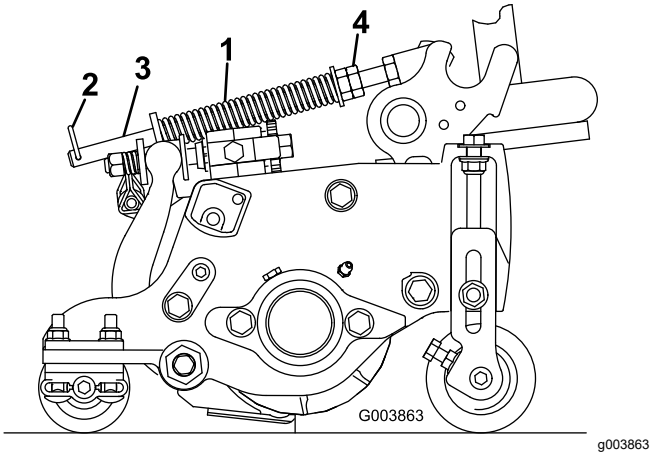

**Figuur 53**
De gazoncompensatieveer (Figuur 53) zorgt ervoor dat het gewicht van de voorste naar de achterste rol wordt verplaatst. Dit voorkomt dat er een golfpatroon in de grasmat ontstaat, ook wel bekend als 'bobbing'.
1. Monteer de borgpen in de achterste opening in de veerstang (Figuur 53).
2. Draai de zeskantige moeren op het voorste uiteinde van de veerstang vast totdat de lengte van de samengedrukte veer 15,9 cm bedraagt; zie (Figuur 53).